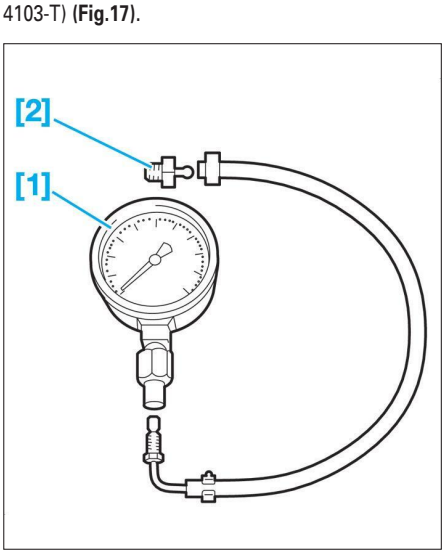

**Fig. 17**
- [1] Manomètre pour contrôle de la pression d'huile (minimum 4 bars) (réf. 2279-T.bis du coffret 4103-T) **(Fig.17)**.